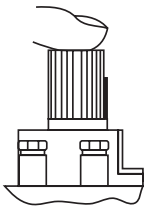

Рис. 6
7.1. Установка ручки управления в требуемое положение производится путем легкого нажатия и поворота в нужное положение (рис. 6).